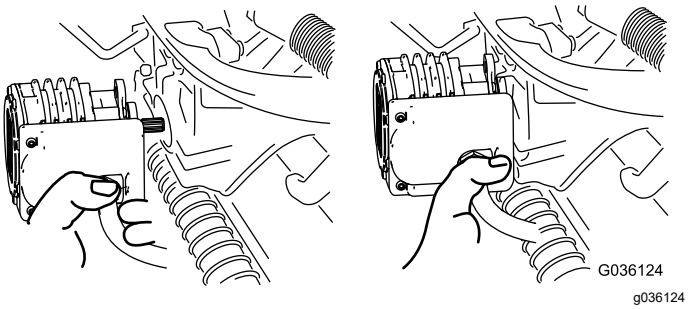

Figuur 56
5. Zet de motor in de opbergruimte op de voorkant van de ophangarm (Figuur 56).